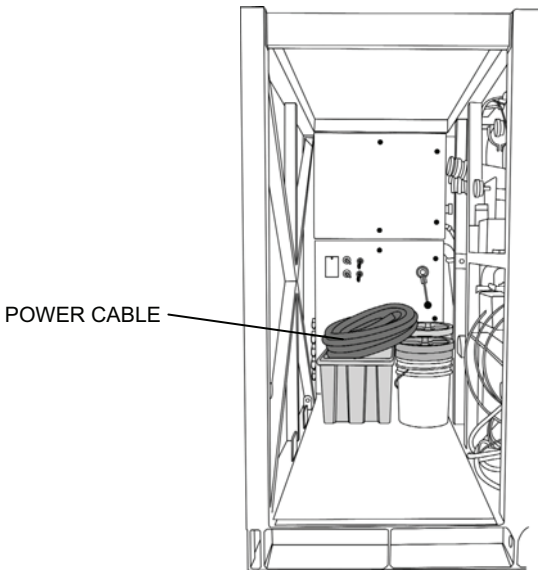

Figure 6. Operator Station Packout 2.
11. With one person inside the operator station area and another outside, feed the power cable through the skid frame and coil it on top of the BII box and buckets (Figure 6). Be sure the coiled-up cable does not stick outside the skid frame.